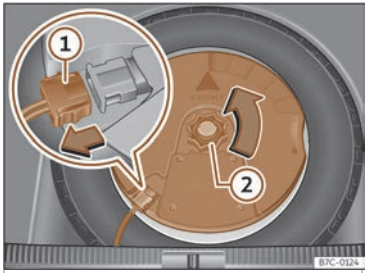

Fig. 228 Al maleter:desmuntar el subwoofer.
- Desconnecteu el cable de l'altaveu *subwoofer*>>> **fig. 228** ①.
- Gireu la rodeta de fixació en sentit contrari a les agulles del rellotge>>> **fig. 228** ②.